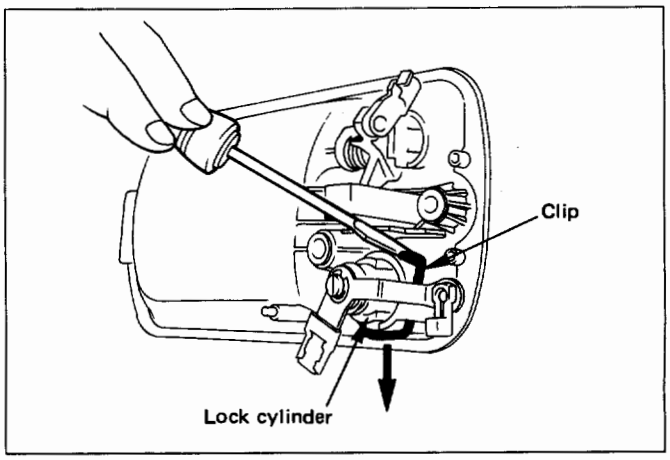

Fig. 10-69
- Remove the cylinder fixing clip. (Fig. 10-69)